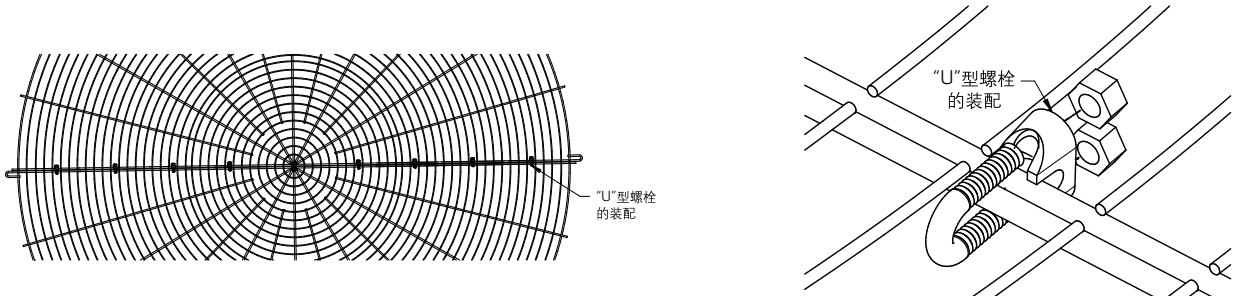

图 25 – "U"型螺栓装配间距和布置
3. 将两个半圆的网罩用"U"型螺栓连接起来（见**图25**）。